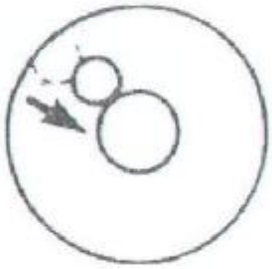

Рисунок 9
- Вращением подъемных винтов, верните пузырек наполовину к центру (рис. 9)